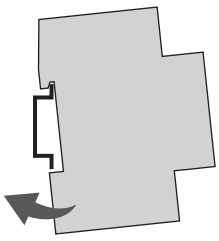

Fig. 4: Montering på DIN-skinne
1. Sett fordelingstidsuret på DIN-skinnen (Fig. 4) ovenfra, og trykk det bakover til det går i lås.